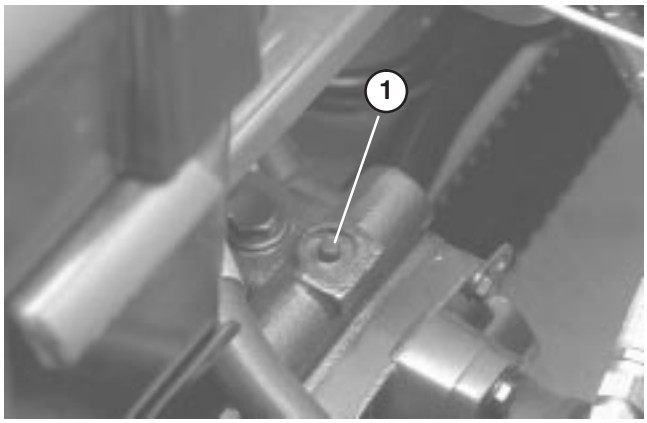

Figure 24
1. By−pass valve is located on top of variable displacement pump (Fig. 24). Rotate the valve 90°, in either direction, to open and allow oil to by−pass internally. Because fluid is by−passed, the machine can be moved − slowly − without damaging the transmission.